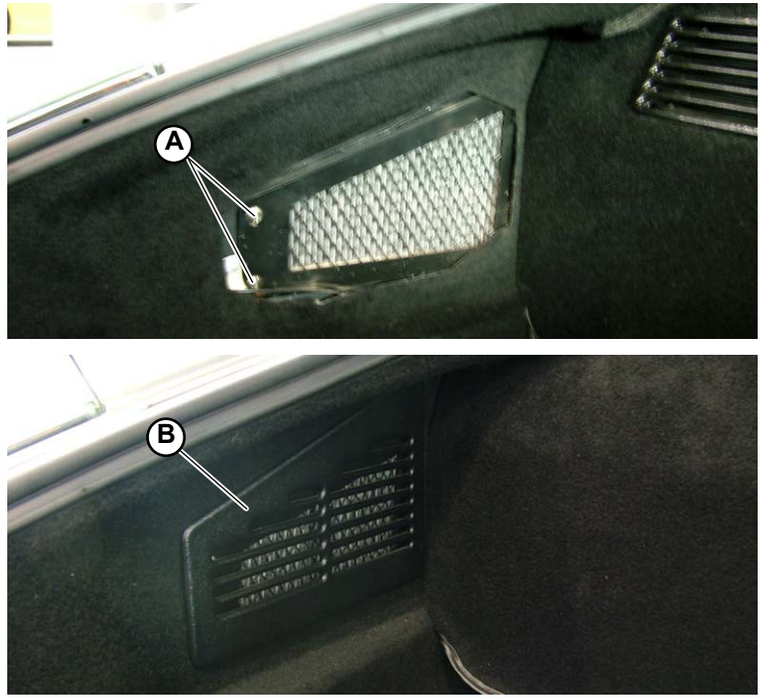

Fig.6
- Tighten the 4 fixing screws (**A-Fig.6**).
- Clip the safety grids (**B-Fig.6**) on either side of the luggage compartment.